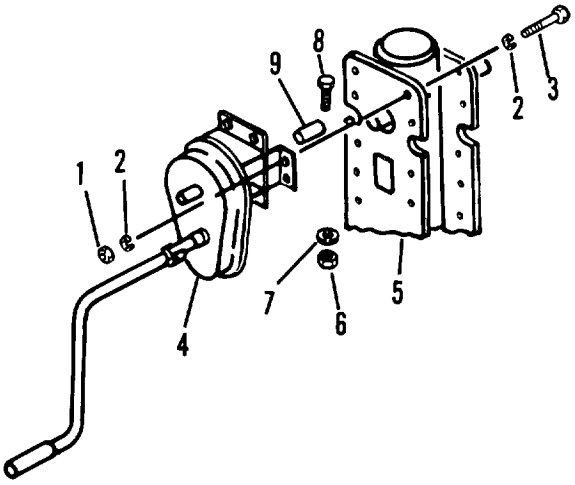

Figure 4-43. Gear box
(1) Remove nut (6, figure 4-43), washer (7) and bolt (8) from coupling.
(2) Remove four nuts (1), eight washers (2) and four bolts (3).
(3) Remove gear box (4) from leg (5). If required, remove additional nut (6), washer (7) and bolt (8) to remove coupling.
(1) Install gear box (4, figure 4-43) on leg (5).
(2) Secure gear box (4) with four bolts (3), eight washers (2) and four nuts (1). Torque nuts to 150-160 lb ft (204-218 Nm).
(3) Secure gear box coupling (9) with screw (8), washer (7) and nut (6).